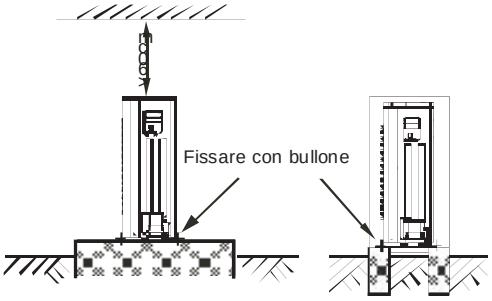

Fig.5-6
- Fissare saldamente l'unità con dei bulloni per evitare che si possa muovere. (Fig.5-6)